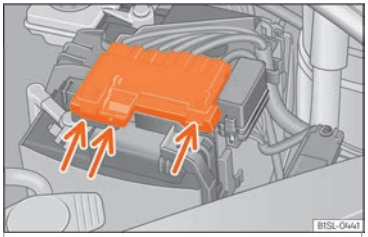

Fig. 185 In the engine compartment: remove the lid from the vehicle's battery.
- Press on the tabs ››› Fig. 185 (arrows) in the direction of the arrows and lift the battery cover up.